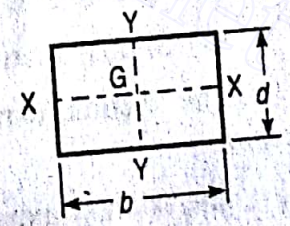

Fig. 1.12
3. The moment of inertia of a rectangular section having width b and depth d as shown in Fig. 1.12, is given by